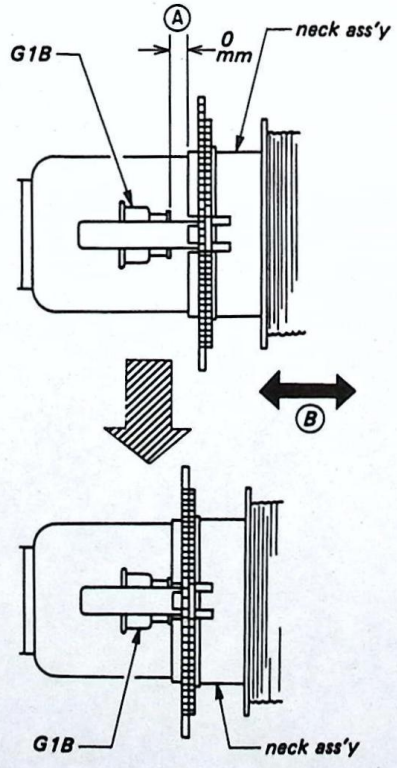
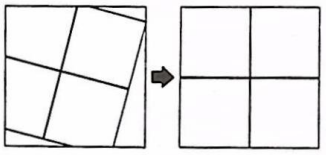

Fig. 2. Neck assy position adjustment
Fig. 3
The rear edge of the neck assembly should be aligned with the edge of the G1B. electrode (Fig. 2)
2. Set the DY angle so that the back of it does not protrude from the neck tape, as shown in Fig. 2. (Fig. 3)